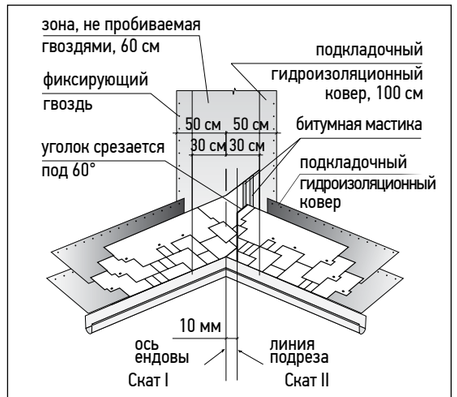

Рис. 3
Ендова *(рис. 3)*
• лист, подходящий к ендове со ската II, должен доходить до линии подрезки и обрезаться по ней. Верхний уголок обрезанного края листа подрезается под углом 60° (5×3 см — *рис. 3*);